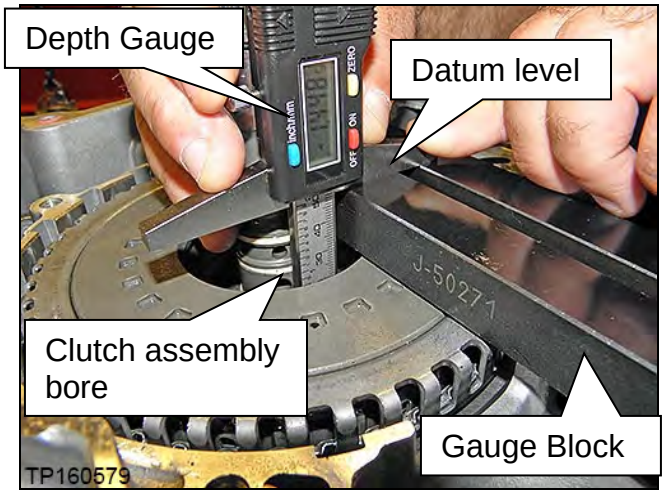

Figure 5G
c. Position the Depth Gauge on the Gauge Block (Figure 5G).